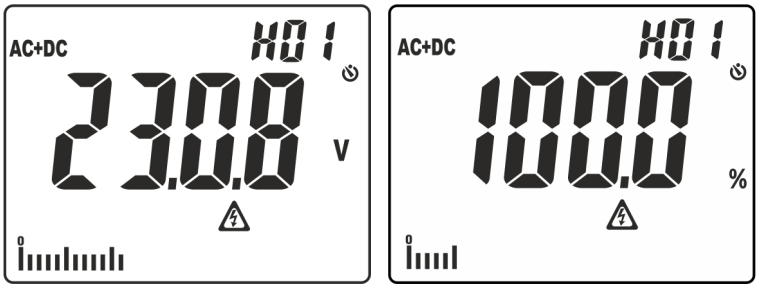

Fig. 3: Visualización amplitudes análisis armónico
- Pulsación simple de la tecla para visualización amplitudes de los armónicos de tensión y corriente hasta el 25° orden (**Hdc, H01… H25**) en formato absoluto o porcentual en con respecto a las fundamentales de las señales de entrada (para valores de tensión VCA >0.5V y corriente CA > 0.5A y frecuencia comprendida entre 42.5Hz ÷ 69Hz) y el valor porcentual del parámetro **THD%** (ver el § 9.3) como se muestra en Fig. 3. Use las teclas **▲/ZERO** y **▼/** para aumentar/disminuir el orden del armónico